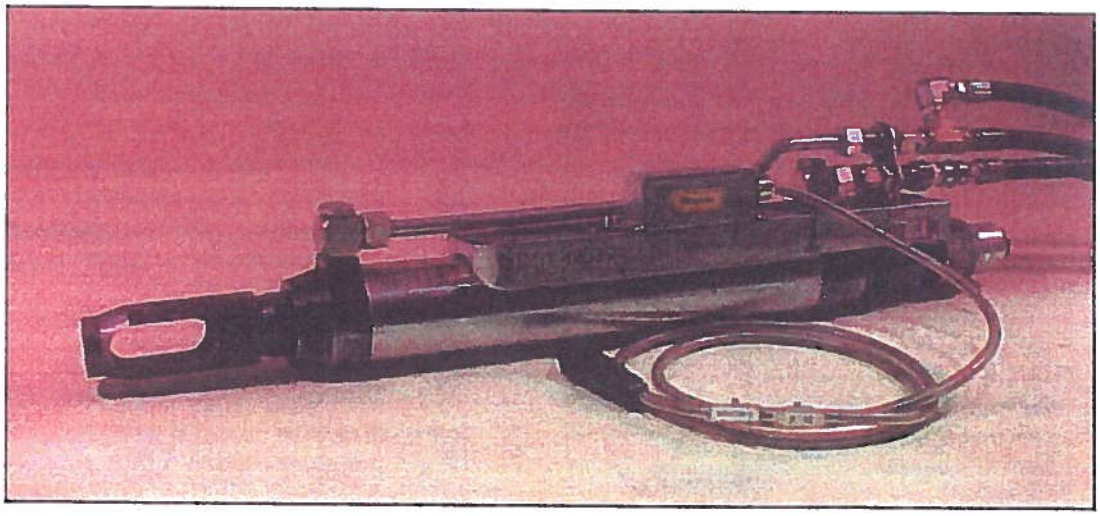

FIGURE 8. Pilot Jack with Elongation Chair.
4.8 Pilot Jack with Elongation Chair (Fig 8)